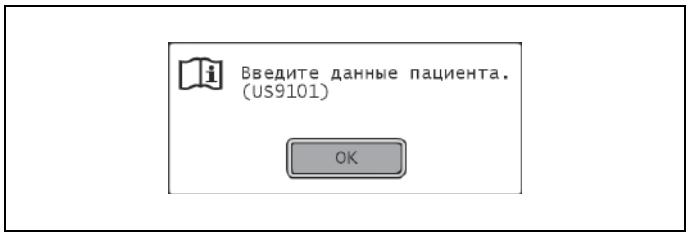

рисунок 7.244
- При подключении модели CV-180 данные видео возможно записать, только если они содержат данные пациента. При попытке записи без предварительного ввода данных пациента отобразится окно, показанное на рис. 7.244.. Введите данные пациента и повторите попытку.